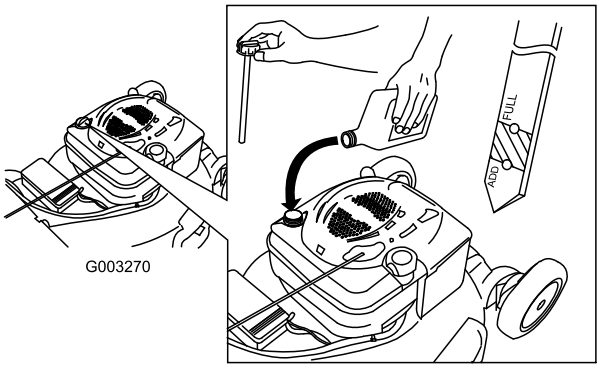

**Figura 36**
4. Versate **lentamente** l'olio nel tubo di riempimento finché non raggiunge il segno di pieno sull'asta (Figura 36). **Non riempite troppo.** (Riempimento massimo: 0,59 litri, tipo: olio detergente SAE 30 con service classification API SF, SG, SH, SJ, SL o superiore.)